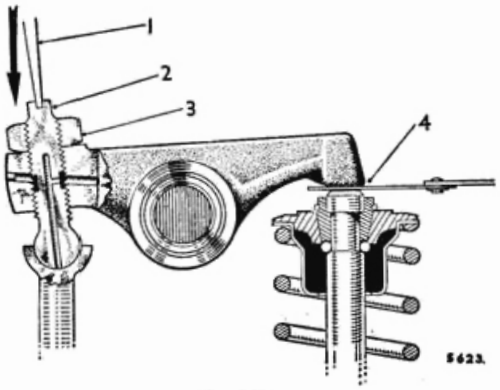

Fig. A.10.
(1) If adjustment is necessary slacken off the locknut (3 Fig. A.10) whilst pressure is applied, with a screwdriver, to the adjusting screw.
(2) Insert a ·012 in. feeler gauge between the valve stem and rocker arm and raise or lower the adjusting screw until the correct clearance is obtained.
(3) Tighten the locknut but re-check the clearance in case the adjustment has been disturbed during the locking process.
(4) When replacing the valve cover, take care that the joint washer (a new one if necessary) is properly seated to ensure an oil tight joint.